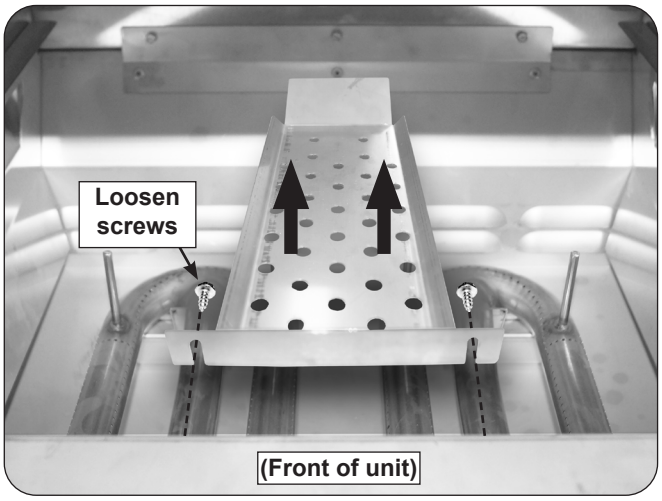

Fig. 41-1 Heat distribution grid removal
3. Loosen the two 5/16" hex screws and remove the heat distribution grid by lifting up, then outward, freeing the cutouts from the two loosened screws (see Fig. 41-1).